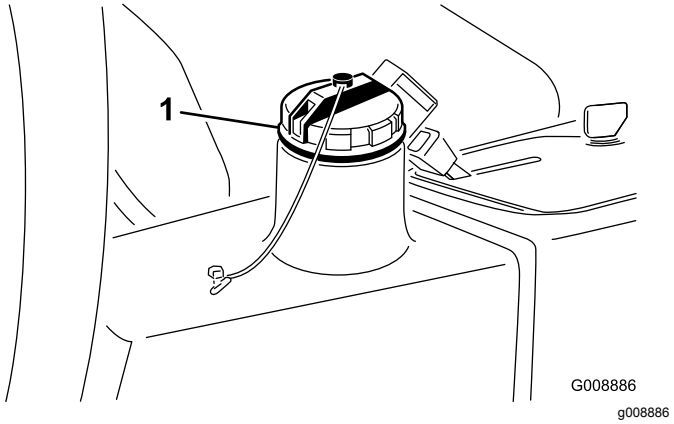

Figur 41
2. Rengør området omkring påfyldningsstudsen og hydrauliktankens dæksel (Figur 41) og fjern dækslet.